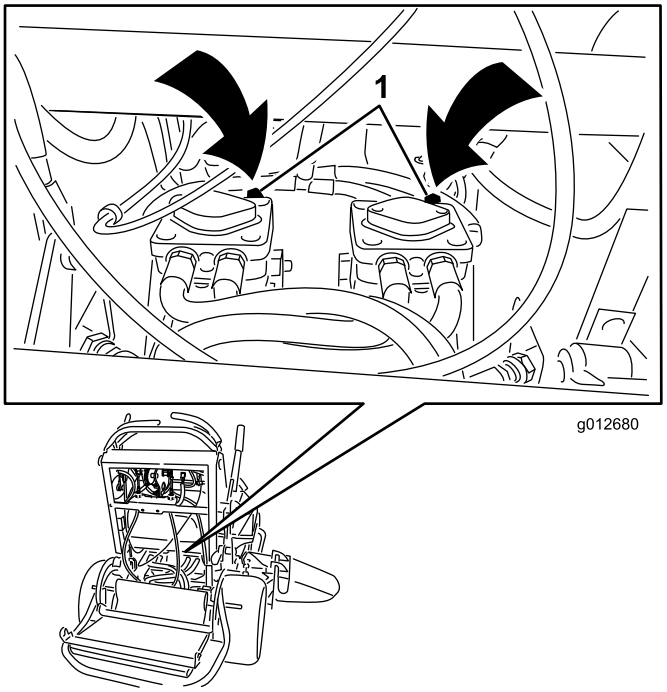

**Figur 25**
3. Åbn omløbsventilen på begge pumper ved at dreje dem 1 til 2 omgange mod uret. Derved får hydraulikvæsken mulighed for at løbe uden om pumperne, så hjulene kan dreje (Figur 25).